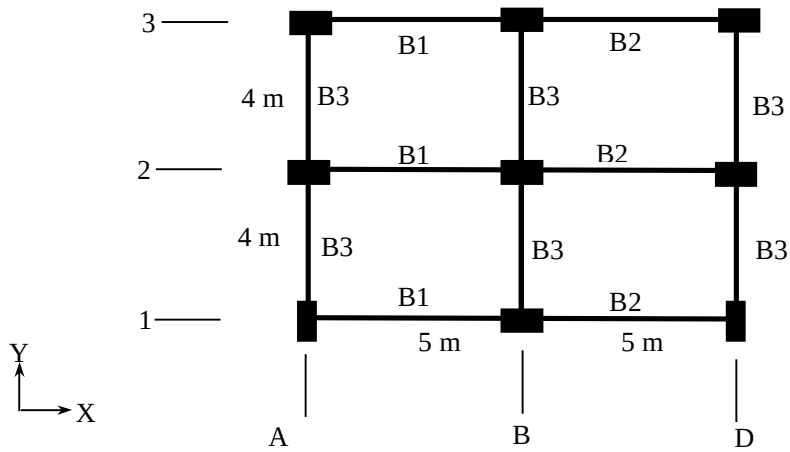

Figure 1 (Typical plan)
Q.4 (a) Assume the Main Steel provided in various beams in Figure 1 as shown in Table-1. Check the safety of column of intermediate storey at location B-3, if it carries factored axial load of 1100 KN and main steel provided is 10 nos. 25 diameter tor steel bars. (Check only main steel and assume stirrups as suitably provided.) Take Floor height = 3.75 m, column dimensions = 300 mm x 500 mm, Beam dimension = 300 mm x 550 mm **14**